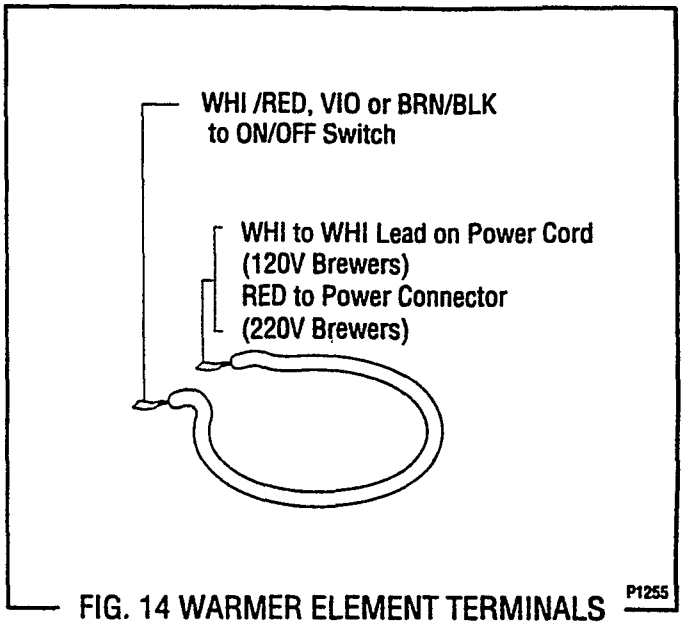

FIG. 14 WARMER ELEMENT TERMINALS
8. Refer to Fig. 14 when reconnecting the wires.